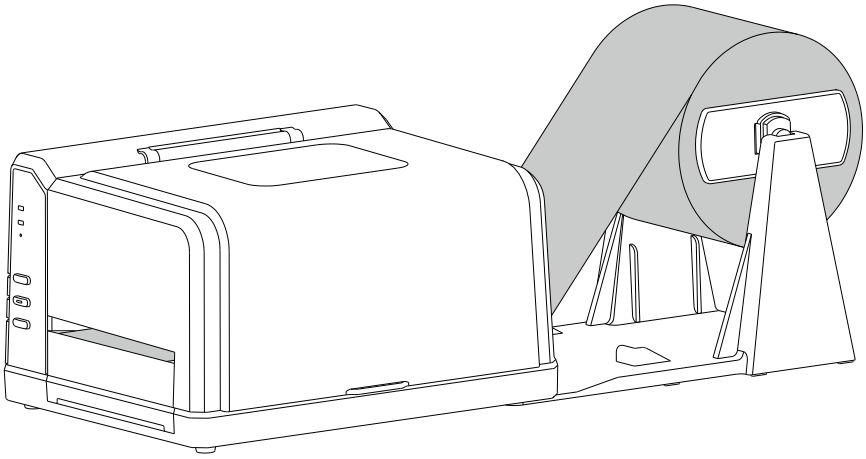

Figure 2-17 Media loaded
9. Press down the Handle of the Printhead to lock the Printhead, then close the right cover. See Figure 2-17.